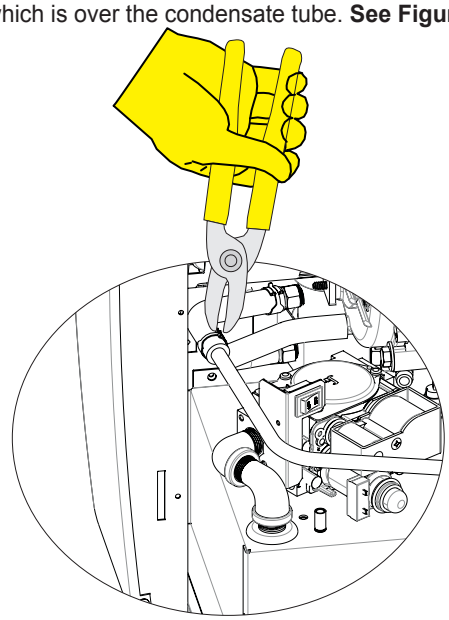

Figure 15
19. Insert the “L” shaped end of the condensate tube into the black condensate hose attached to the condensate trap. Use the pliers to move the hose clamp to the portion of the condensate hose which is over the condensate tube. **See Figure 15.**